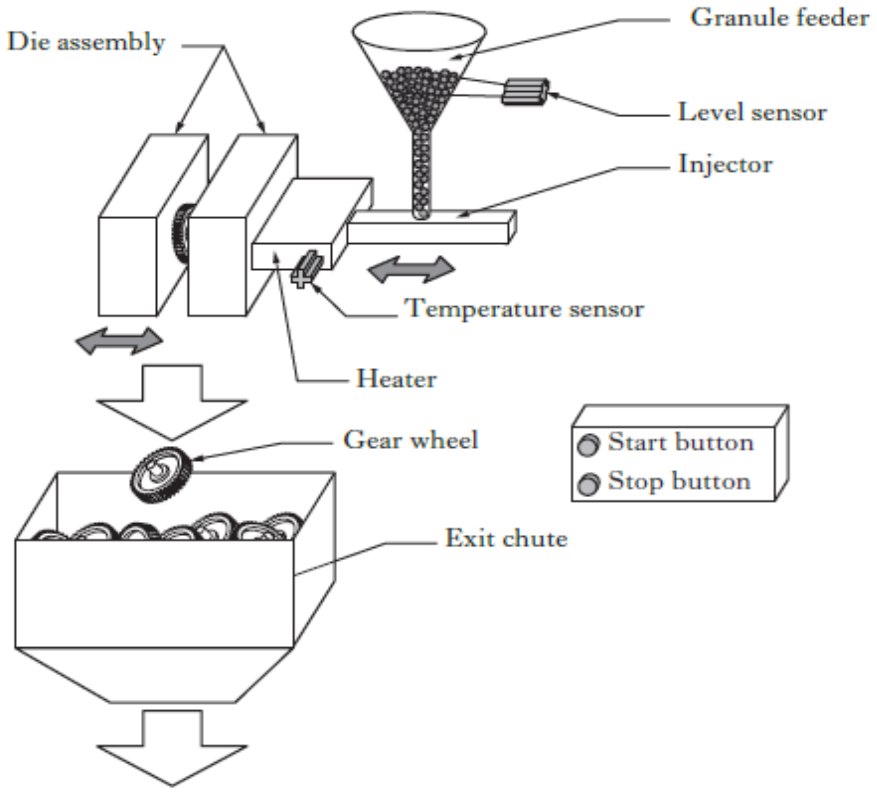

FIGUUR 1
3.1 FIGUUR 1 toon 'n PLB-stelsel ('PLC system') wat plastiekratte vervaardig. Die inspuiters is pneumaties en die stempelmontering is hidroulies.
3.1.1 Ontwerp 'n funskieblok-PLB-program ('function block PLC program') wat die stelsel in FIGUUR 1 sal beheer. (18 × ½) (9)
3.1.2 Ontwerp 'n trap-PLB-program ('ladder PLC program') wat die stelsel in FIGUUR 1 sal beheer. (24 × ½) (12)